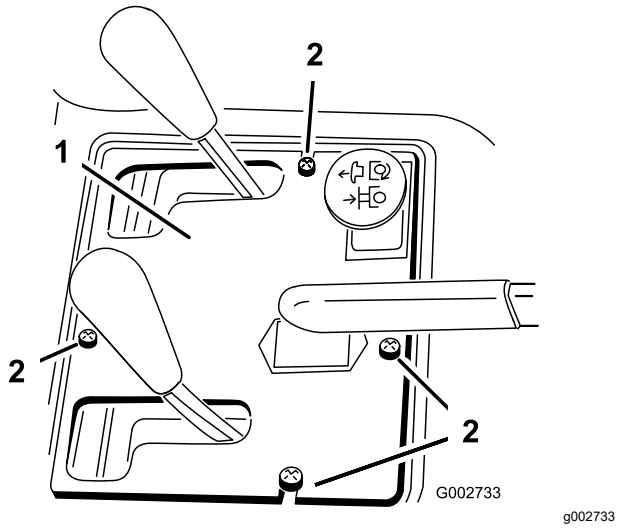

**Figur 37**
2. Fjern de 4 skruer, der fastgør kontrolpanelet på stellet (Figur 37).